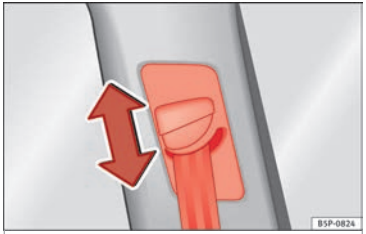

Fig. 12 Location of the belt height adjuster.
– Press the upper part of the shoulder belt guide and hold it in this position ››› Fig. 12.